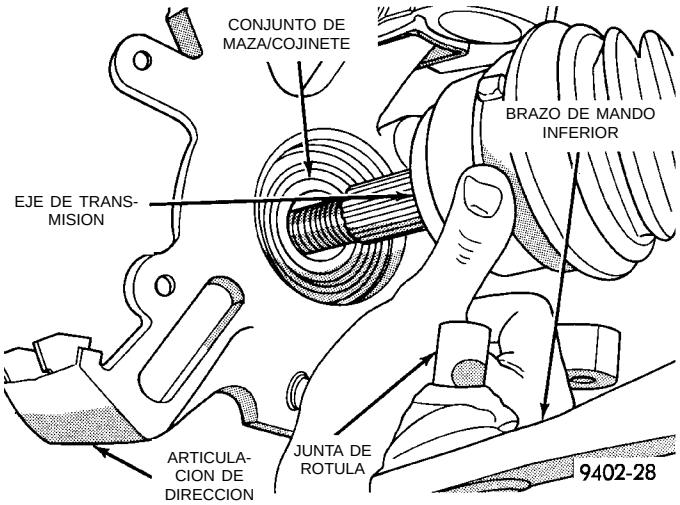

Fig. 18 Instalación del eje de transmisión en la maza y la articulación de dirección
(6) Vuelva a deslizar el eje de transmisión en la maza delantera. Instale la articulación de la dirección en el espárrago de la articulación de rótula (Fig. 18).
(7) Instale una articulación de la dirección **NUEVA** en el perno espárrago y tuerca de la articulación de